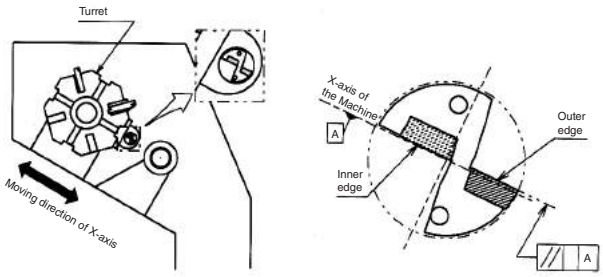

Fig.1 Installed to the Lathe
(2) It is recommended to set the outer insert as shown in Fig.1 with the outer insert facing the operator. (Fig.1)